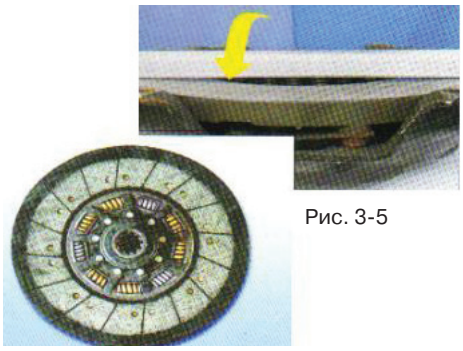

Рис. 3-5
(3) Тепловая деформация нажимного диска (рис. 3-5).
(4) Не до конца затянут болт крепления кожуха.